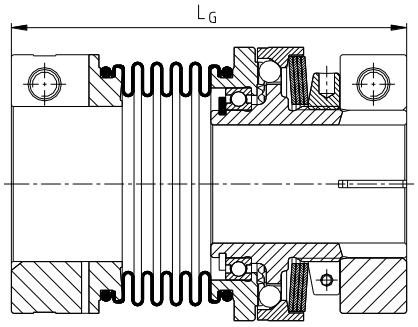

Bild 14: SYNTEX®-NC mit TOOLFLEX®
- Verschieben Sie die Aggregate in axiale Richtung, bis das $L_G$-Maß erreicht ist (siehe Bild 14, Tabelle 4).